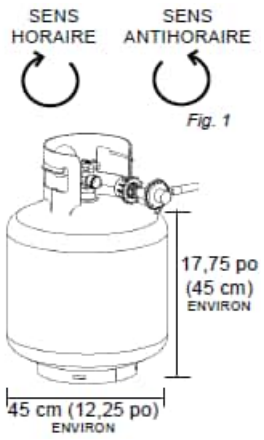

Fig. 1
4. Insérez le mamelon du régulateur bien au centre dans le robinet de la bouteille de gaz (fig. 1). Tournez l'écrou de raccord du régulateur dans le sens horaire jusqu'à ce qu'il s'arrête. NE SERREZ PAS TROP.
- Pour utiliser l'appareil, ouvrez le robinet de la bouteille de gaz, enfoncez le bouton de réglage du brûleur, maintenez-le enfoncé et tournez-le en sens antihoraire jusqu'à la température souhaitée. Pressez sur le bouton d'allumage; une fois l'appareil allumé, continuez de le maintenir enfoncé pendant cinq (5) secondes pour activer le détecteur de flammes.